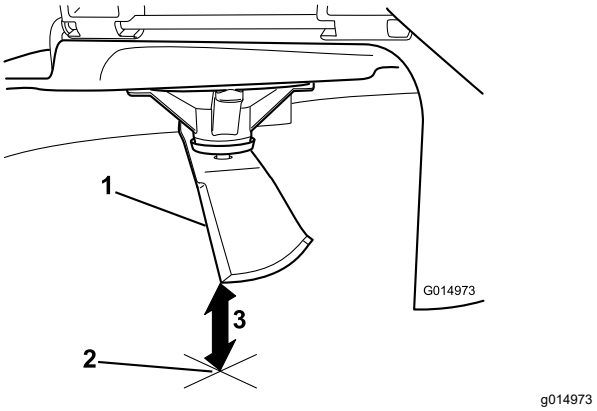

Figur 106
5. Mål fra spidsen af skærekniven til den plane overflade (Figur 106).